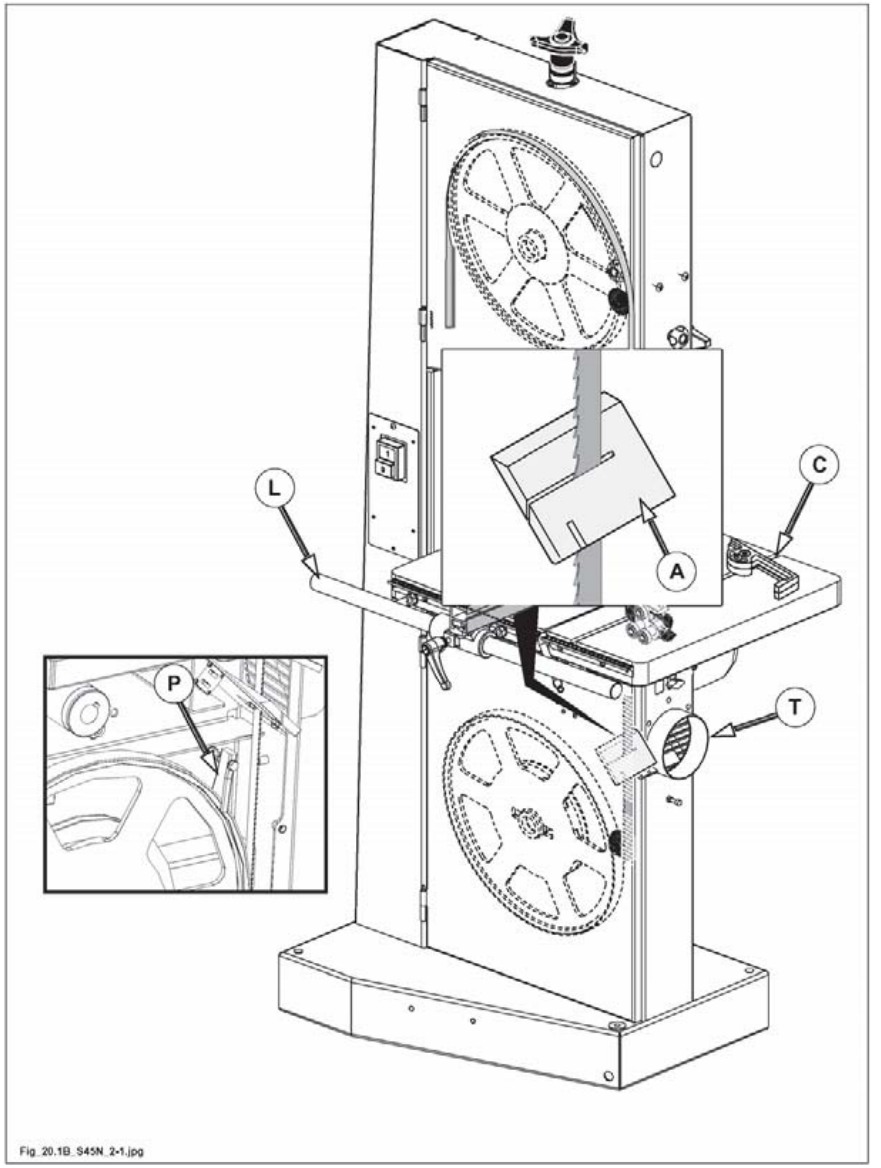

Fig. 20.1B
- Suction hoods (T fig. 20.1B) by checking that the are no occlusions.
- Rod (L fig. 20.1B) of the fence.
- Groove (C fig. 20.1B) with a brush or cloth drunken with not dangerous solvent.
- Regularly check that the blade cleaner board (A fig. 20.1B) is in good condition and substitute it if necessary. As well as cleaning the blade, this part improves the transfer of shavings towards the extractor intake.
The lower flywheel is kept clean by the component (P fig. 20.1B), which is permanently in contact with it.
Check this component (P fig. 20.1B) every day to ensure that it remains clean and in good condition and replace it if necessary.